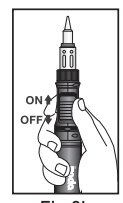

Fig.2b
2. As gas is flowing, slowly slide up the ON/OFF Ignition Switch toward the tip till you hear a click.(Fig. 2b)